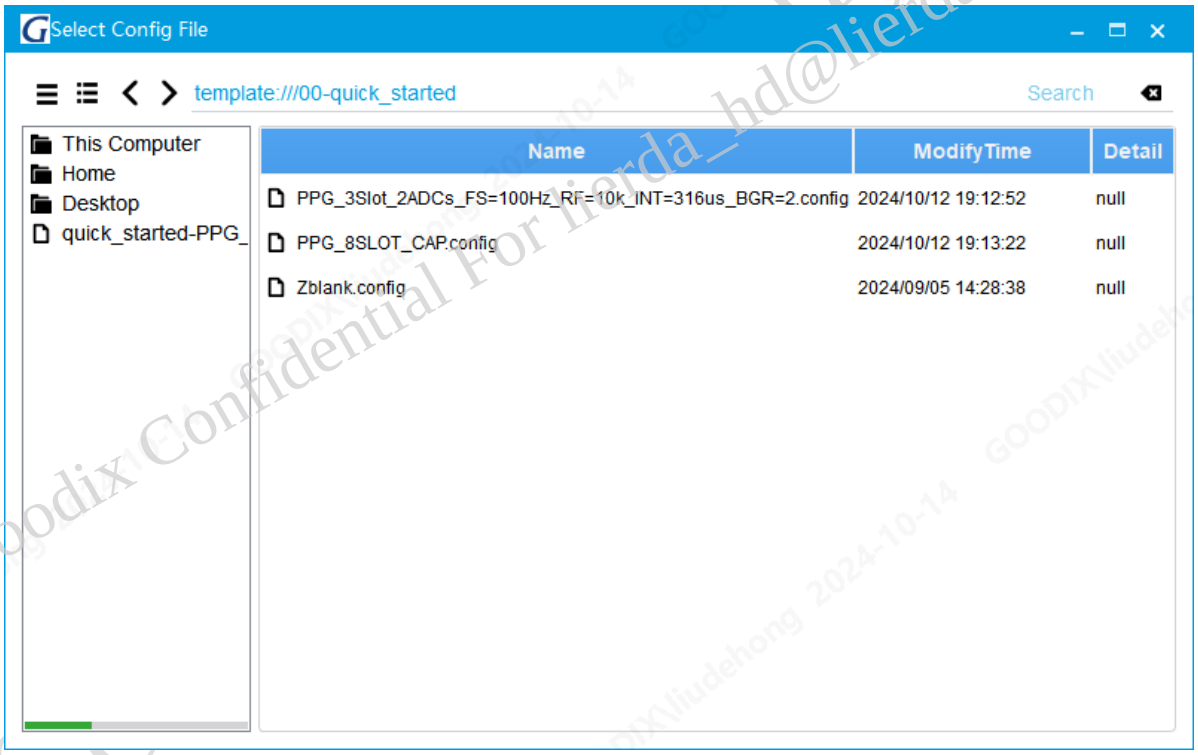

Figure 5-2 Select Config Window
2. Choose “PPG_3Slot_2ADCs_FS=100Hz_RF=10k_INT=316us_BGR=2.config” (see Figure 5-2), wait until the configuration is delivered, then click “Start”;